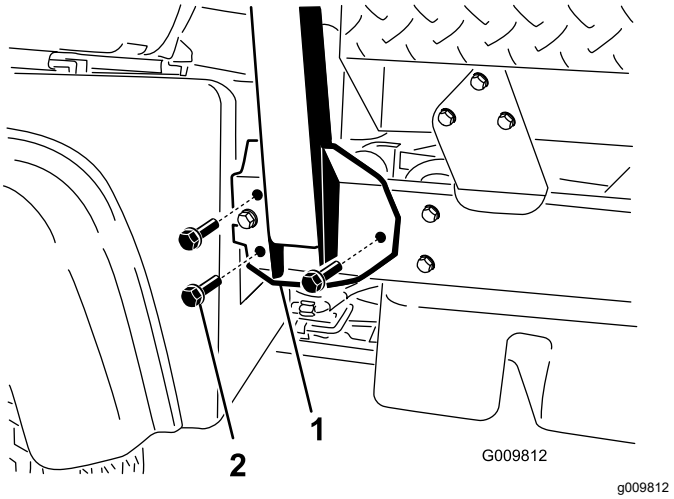

Figuur 4
1. Lijn de zijden van de rolbeugel uit met de montageopeningen aan weerszijden van het voertuig zoals afgebeeld in Figuur 4.